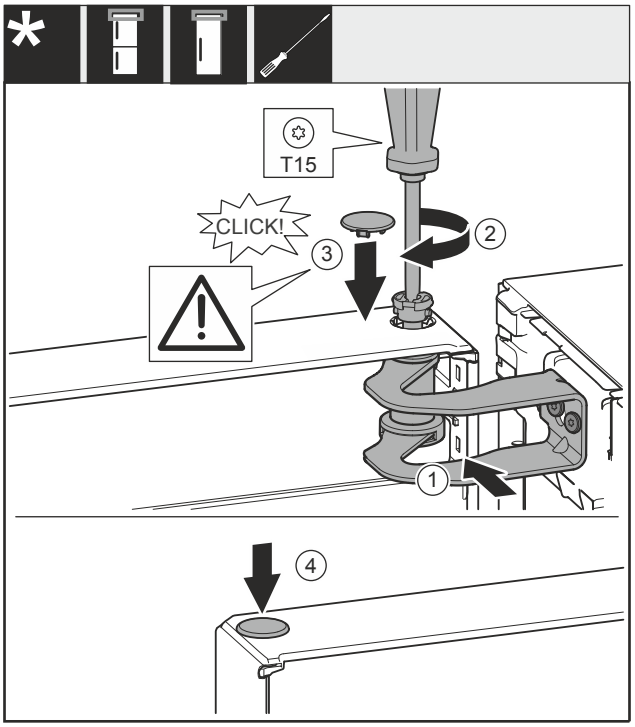

Fig. 24
- ▶ Vrata poravnajte z odprtino v ležajnem podstavku *Fig. 24 (1)*.
- ▶ Vstavite sornik *Fig. 24 (2)* in ga zategnite z izvijačem.
- ▶ Vstavite pokrov *Fig. 24 (3)*.
- ▶ Preverite, ali pokrov *Fig. 24 (3)* pravilno leži na vratih.
- ▶ Vstavite pokrov *Fig. 24 (4)*.